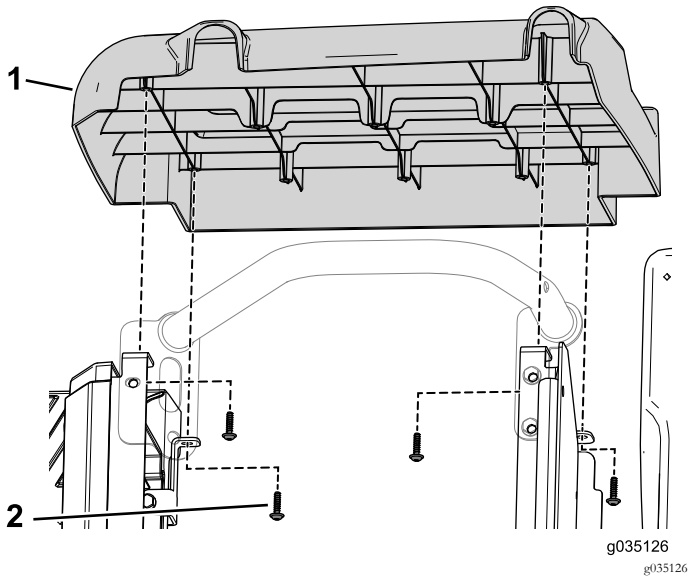

Figur 94
5. Sätt fast de vänstra och högra sidopanelerna från satsen på den främre sätessockeln med åtta självgängande skruvar (3/32 x 7/8 tum) (Figur 94).